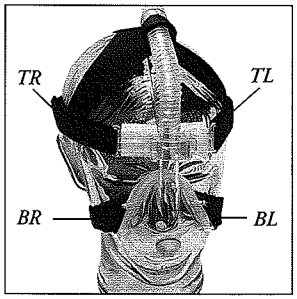

Figure 3
Ensure that the top left strap (TL), as illustrated in **Figure 3**, is inserted into the corresponding strap opening on the mask assembly labeled TL. In the same manner, ensure that the remaining straps correspond with the remaining strap openings.